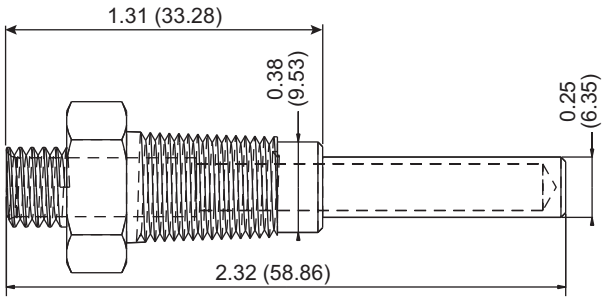

Fig. 21 — Brass Well 00PPG00000B000A
*See Table below and Fig. 21 for thermistor and well part numbers.